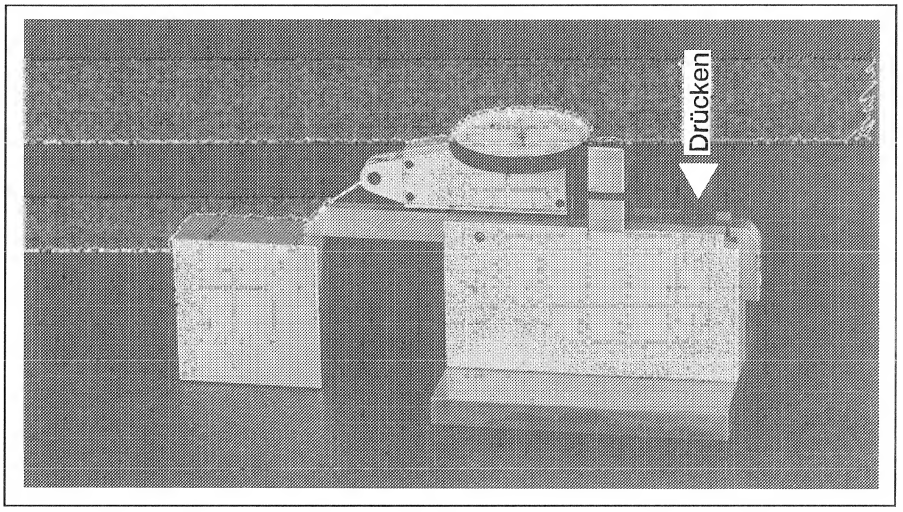

Fig. 3.4.46 Eichen der Messvorrichtung "Führungseinstellung".
- Die Vorrichtung "Führungseinstellung" (Bez. 246'308; Best.Nr. 10.010.001.47) anhand der Referenz-Unterlage 41,05 (Bez. 246'326; Best.Nr. 10.010.001.45) auf Messwert 0 eichen. (Fig. 3.4.46)